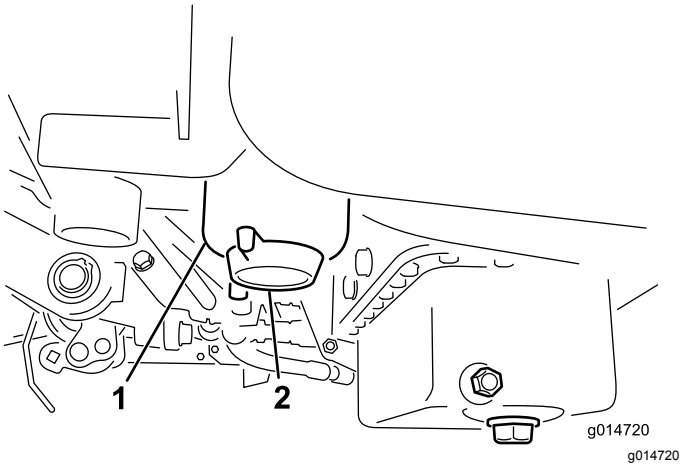

Figur 30
2. Rengjør området der filterboksen skal festes (Figur 30).
4. Åpne tappepluggen (Figur 30).